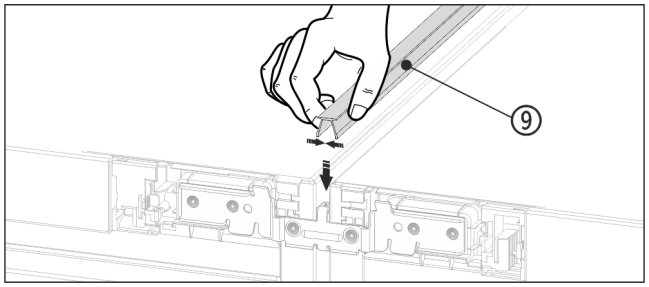

Fig. 20
▶ Na horní straně zatlačte krátkou krycí lištu *Fig. 20 (9)* do horizontální spáry.